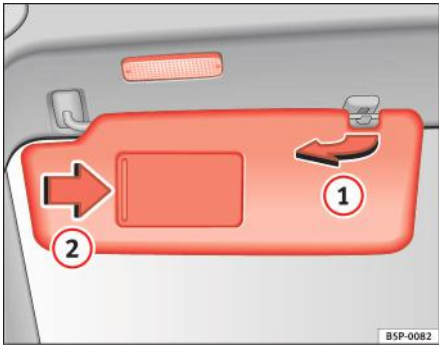

Fig. 82 Parasolarul de pe partea şoferului
Parasolarele pentru şofer şi pasagerul din față pot fi scoase din dispozitivele de fixare din centrul automobilului şi întoarse spre uşi ⇒ fig. 82 (1)